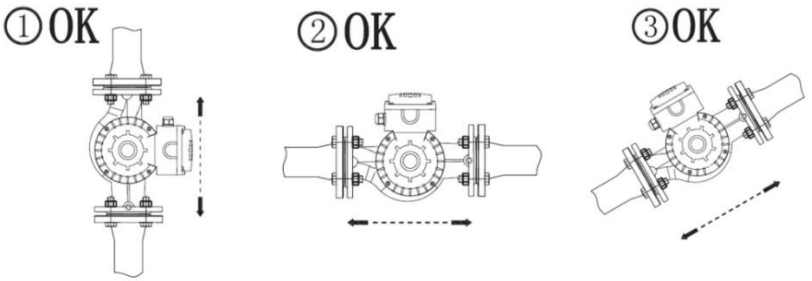

Рис. 4 Варианты расположения клеммной коробки
2. Возможные положения клеммной коробки показаны на рис. 4.